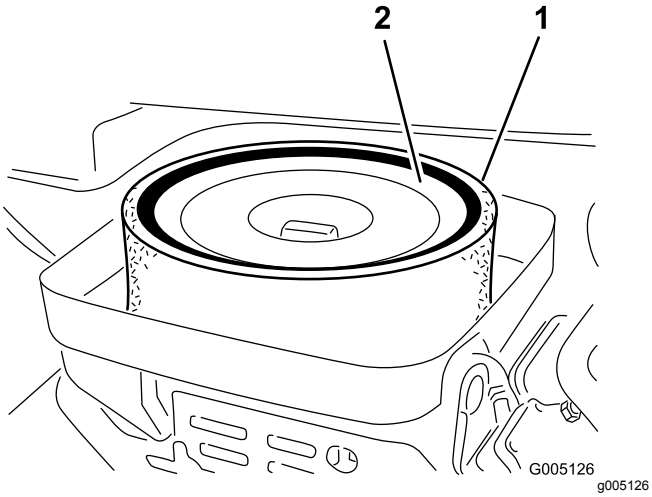

Figur 31
3. Ta av vingemutteren som fester elementene til luftrenseren (Figur 31).
4. Hvis skumelementet er skittent, fjerner du det fra papirelementet (Figur 31). Rengjør den grundig, som følger: